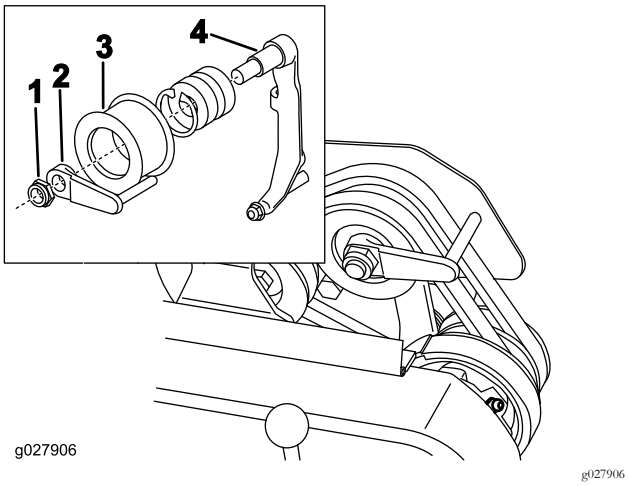

**Figur 41**
8. Juster remstyret (Figur 41, indsats) som følger for at gøre det nemmere at trække eller skubbe maskinen uden at starte motoren: